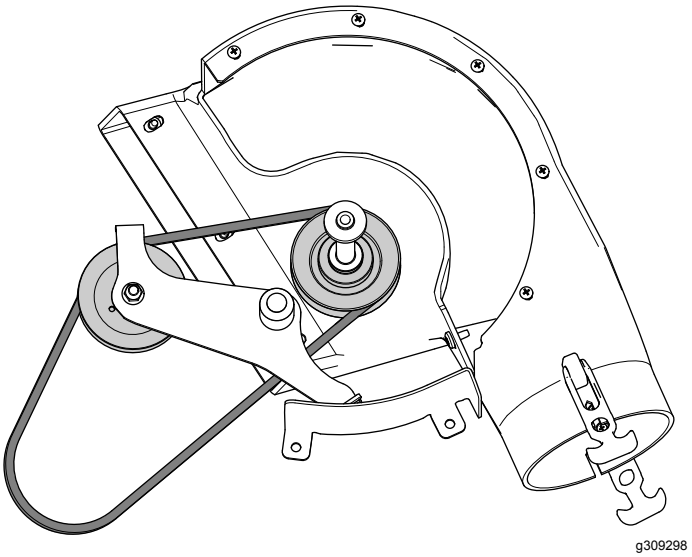

Rysunek 19
2. Załóż pasek wokół kół pasowych wewnątrz dmuchawy (Rysunek 19).